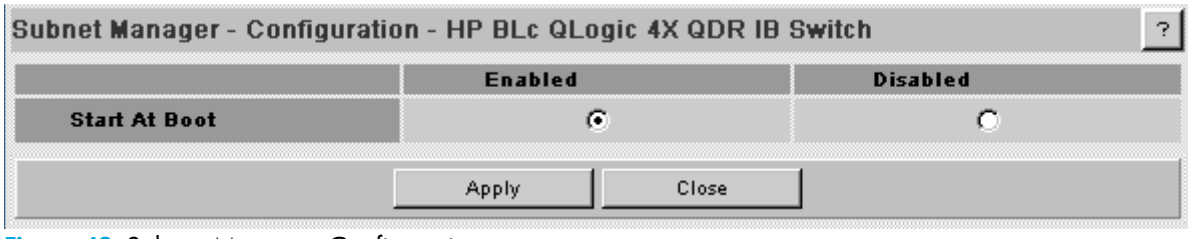

Figure 43 Subnet Manager Configuration
1. Click **Configuration** The **Subnet Manager Configuration** screen is displayed (Figure 43).